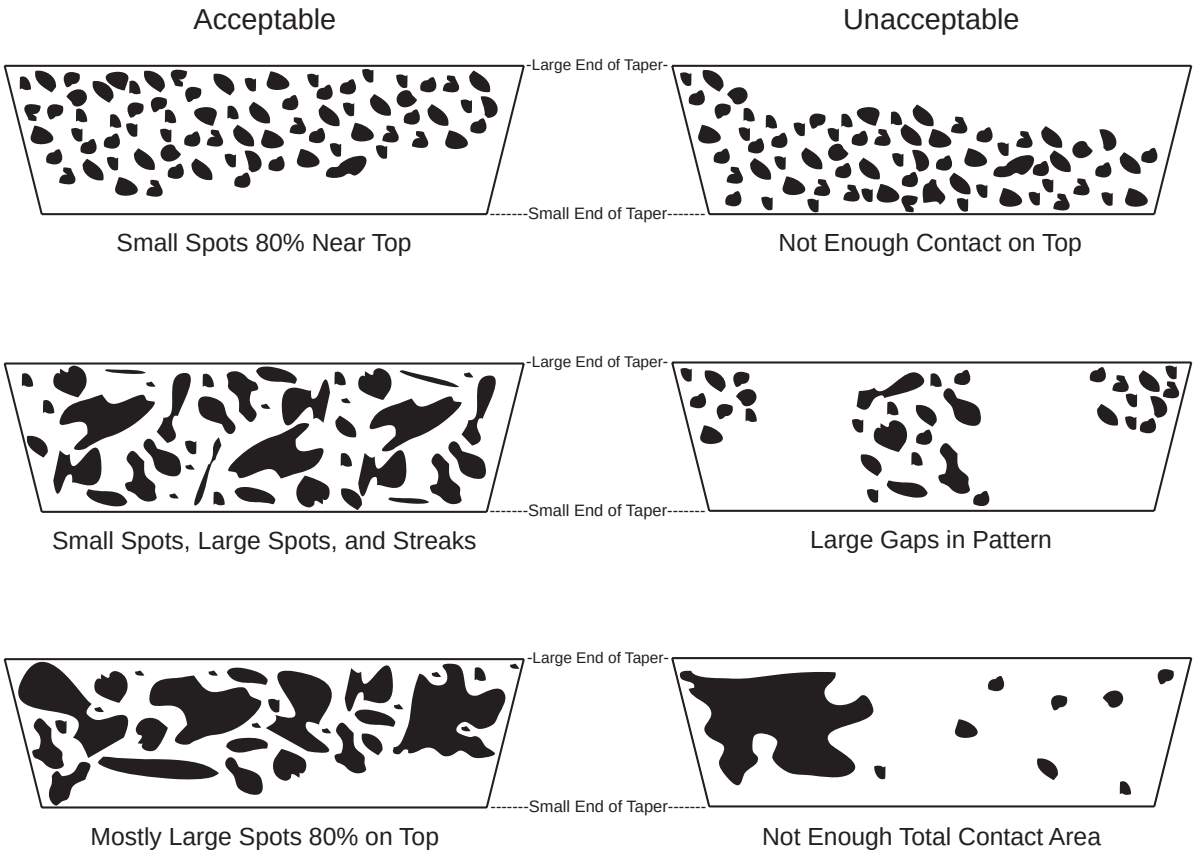

Figure 22. Dye Contact Pattern Samples
6. Evaluate the contact pattern on both tapers. See **Figure 22** for guidance on acceptable contact patterns. The surfaces should match approximately 80% of the total tapered area.